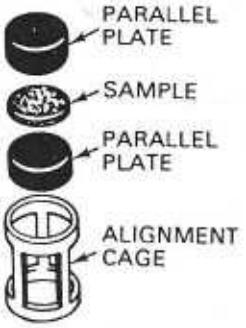

Bild 60
8. Legen Sie die Probe zwischen die beiden Parallel platten in den Probenkäfig (s. Abb. 60).
11. Legen Sie die Probe zwischen die beiden Parallelplatten in den Probenkäfig (s. Abb. 60).
3. Legen Sie die Probe zwischen die beiden Parallelplatten in den Probenkäfig (s. Abb. 60).